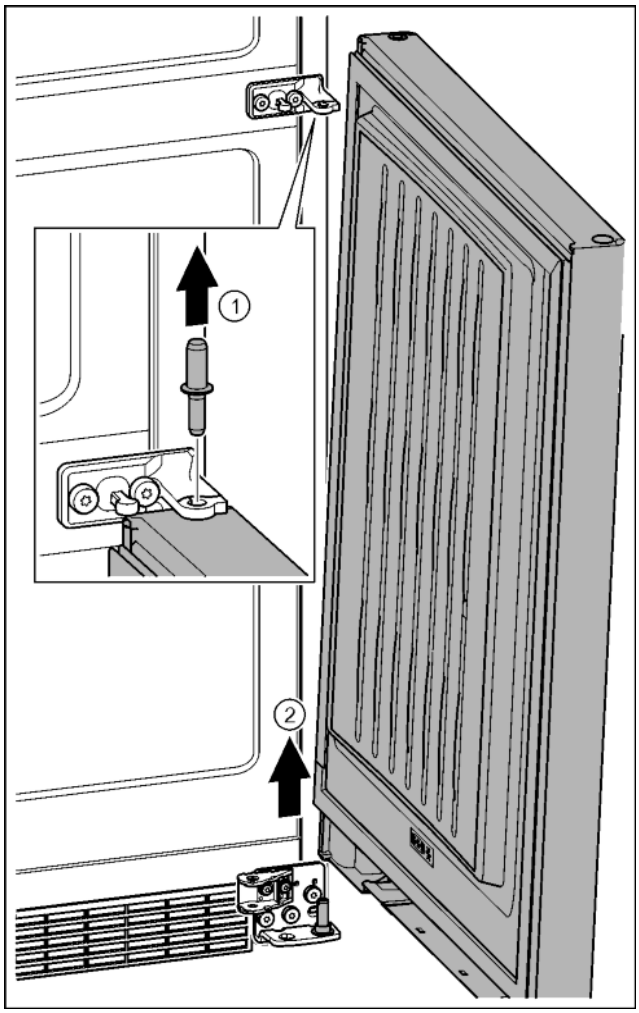

*Fig. 24*
- ▶ Remove the bolts in an upward direction. *Fig. 24 (1)*
- ▶ Swivel the door out, pull it upwards and set it to one side. *Fig. 24 (2)*